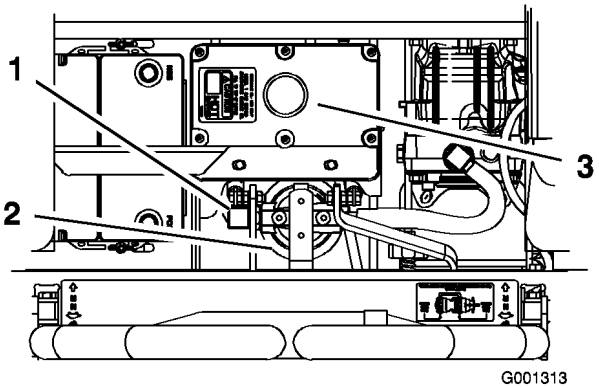

Figur 68
4. Ta bort den högra hydraulledningen som går ner i adaptern (Figur 68).
6. Montera den högra hydraulledningen på adaptern (Figur 68).